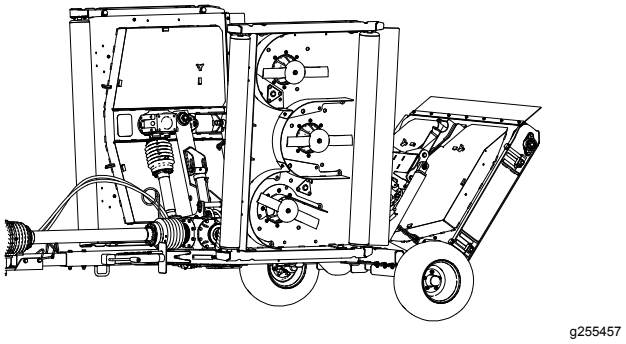

Figur 63
2. Hev og lås knivbladene, slå av motoren og ta ut nøkkelen (Figur 63).